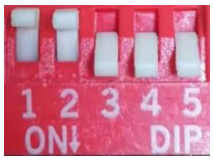

图 5.4 相序学习拨码开关设置图
- 拨码开关启动相序学习：让电机处于空载状态，将拨码开关设置为 SW3= ON，SW4= ON，SW5=ON（选择相序学习），如图 5.4 所示，使能开关（EN）闭合（低电平），接通驱动器电源，工作指示灯开始快闪，进入相序学习。